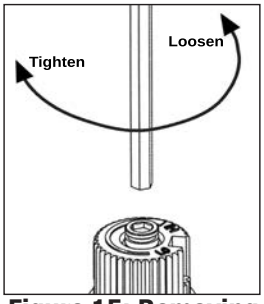

Figure 15: Removing Valve Screw
b) Remove the conversion screw using a 5/32 inch or 4mm Allen key (see Figure 15).